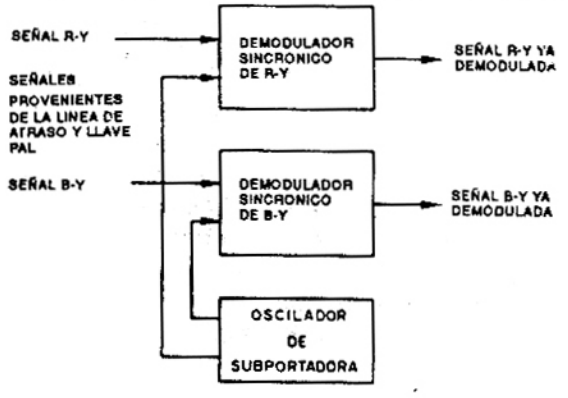

FIGURA 1 - Diagrama en bloques mostrando los circuitos demoduladores y oscilador de subportadora de color.
El 7107 es proyectado para operar con fuentes simétricas de 5V. Mientras tanto, si no se puede obtener una fuente negativa la misma puede ser generada a partir de la propia salida de clock en conjunto con dos diodos, dos capacitores y un integrado de bajo costo, como muestra la figura 1.
La figura 1 muestra un diagrama en bloques de los circuitos demoduladores de crominancia y del oscilador de subportadora de color. Observe que en la TV en colores existen dos demoduladores, uno para la señal de diferencia de color R-Y o señal V y otro para la señal diferencia de color B-Y o señal U.
Es importante observar que no es muy ventajoso tener un único amplificador de potencia ultraelevada, si quisiéramos tener una gran potencia sonora, es mucho mas cómodo (y a veces más barato) tener un conjunto de amplificadores de menor potencia asociados en paralelo, como muestra la figura 1.
Observando la figura 1, notaremos que el multiacoplador es intercalado entre la fuente de señal (que puede ser la salida de un instrumento o de un mixer, que mezcla las señales de todos los instrumentos) y los amplificadores. En nuestra versión tenemos tres salidas, pero nada impide que este número se aumente hasta 10 ó mas, sin problemas de pérdidas. El circuito usa transistores de efecto de campo y tiene un consumo de corriente muy bajo, lo que permite la utilización de batería en su alimentación. Está claro que, en un sistema más elaborado, podemos hasta tomar la alimentación de uno de los amplificadores que el mismo debe excitar.
Una indicación precisa de la frecuencia de emisión de una nota de un instrumento musical es la mejor manera de hacer su afinación. Los procesos más usados de afinación hacen uso de un patrón que debe ser comparado con el sonido emitido, lo que requiere el "buen oido" del musico o afinador. Existe entonces un oscilador patrón que tanto puede ser electrónico, como el tradicional diapasón (figura 1) que debe activarse para que dé normalmente la nota (LA) de 440Hz.